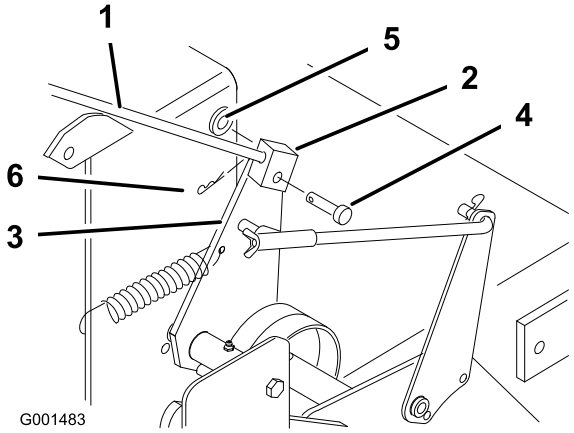

Figura 20
1. Saque el pasador de horquilla, la arandela y el pasador que sujetan el acoplamiento de la varilla de control con el soporte de la polea tensora (Figura 20).